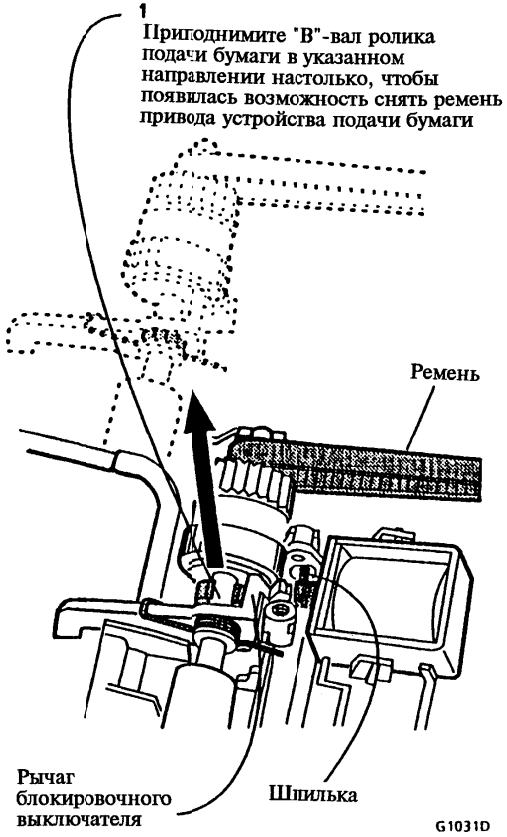

Рисунок 2. Снятие устройства подачи бумаги
3. (Рисунок 2): Ослабьте ремень и снимите устройство подачи бумаги.